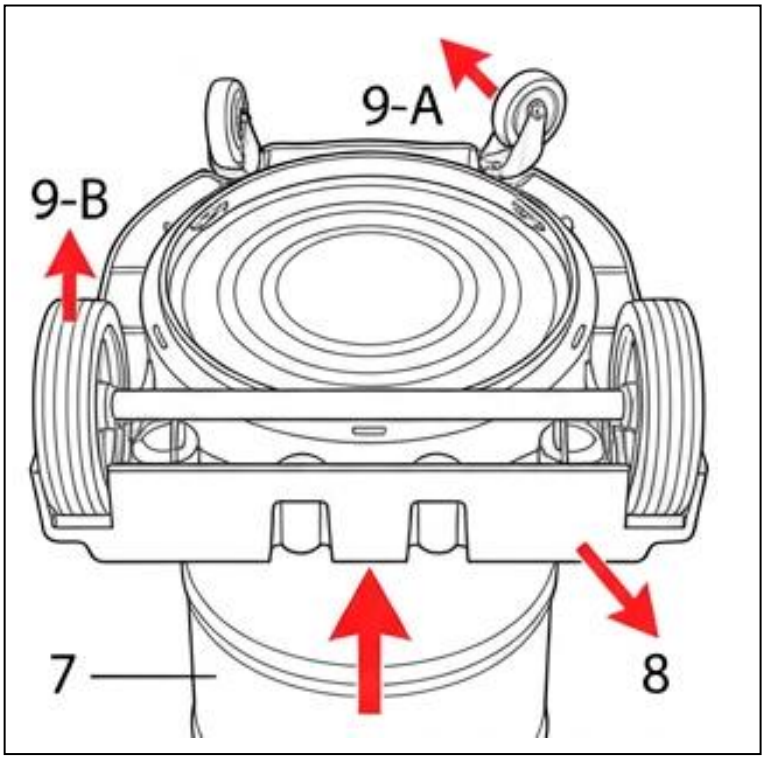

Рис. 2
4. Если колёса поставляются отдельно, вставьте малые колёса (9-A) в основание (8). Закрепите большие колёса (9-B) штатными винтами, если они предусмотрены (рис. 2).